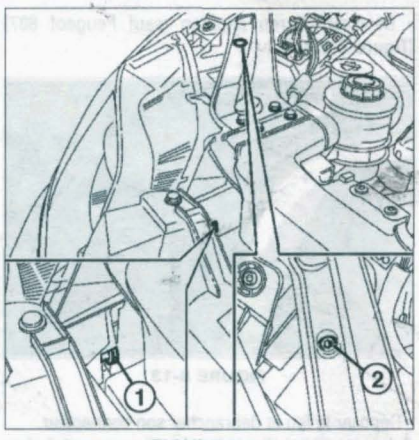

FIGURE 8-11
- Agir sur la vis (1) pour le réglage vertical **(figure 8-11)**.
- Agir sur la vis (2) pour le réglage horizontal **(figure 8-11)**.